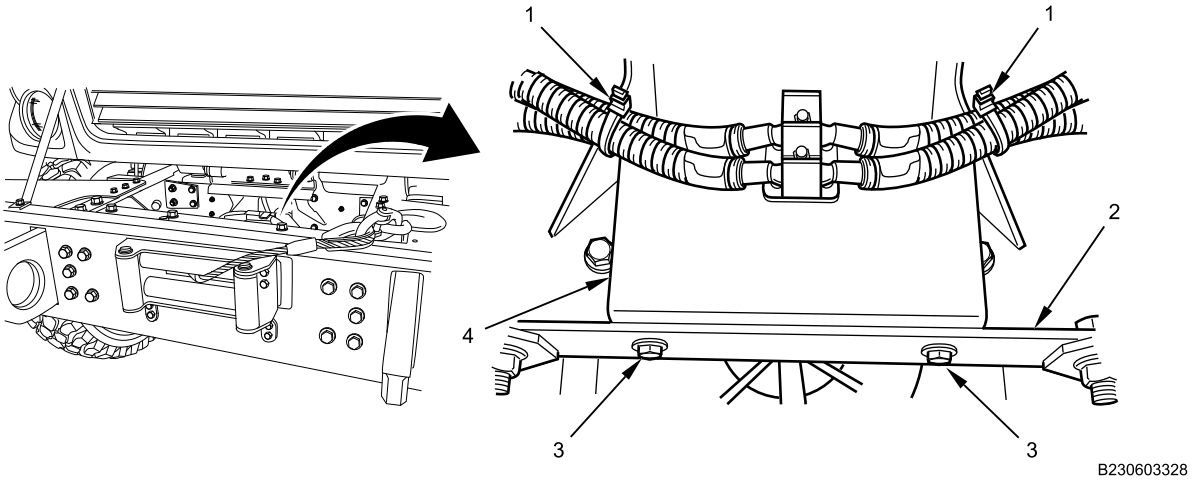

Figure 1. Battery Cable Junction Block Support.
1. Remove and discard two cable lock straps (Figure 1, Item 1).
4. Remove two bolts (Figure 1, Item 3) and battery cable junction block support assembly (Figure 1, Item 4) from radiator support small crossmember (Figure 1, Item 2).